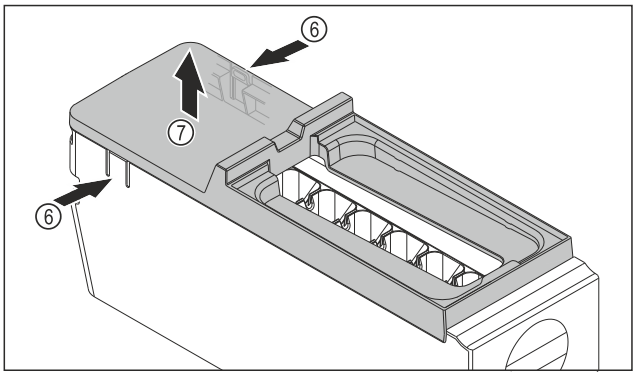

Fig. 122
▶ Снимите крышку корпуса EasyTwist-Ice: Надавите рукой на накладки *Fig. 122 (6)* с обеих сторон корпуса EasyTwist-Ice.
▶ Другой рукой снимите крышку *Fig. 122 (7)* по направлению вверх.